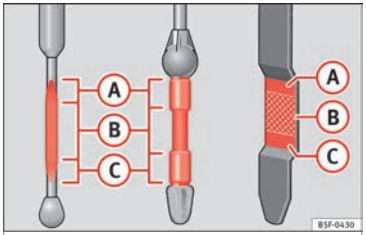

Fig. 207 Engine oil dipsticks.
The dipstick shows the engine oil level. ››› Fig. 207.
- **The oil level must never exceed area (A) ››› Fig. 207. Risk of damage to the exhaust system!**